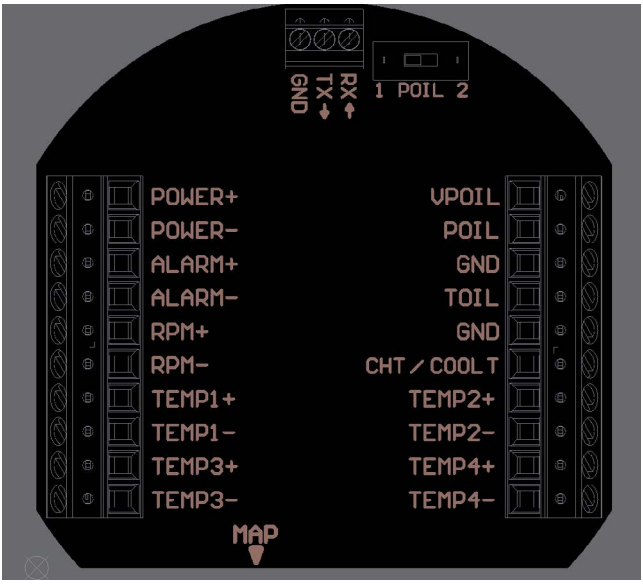

**Figure 5**
EngiBOX has several sensor input ports, which can be occupied variably according to the connected engine type. On the back of the EngiBOX there are several connections, see Figure 5.
**Note:** Use the Aeronautical grade wires for power supply that are supplied together with the EngiBOX (black -- / red ++). For connection see the connection board (see Fig. 5).